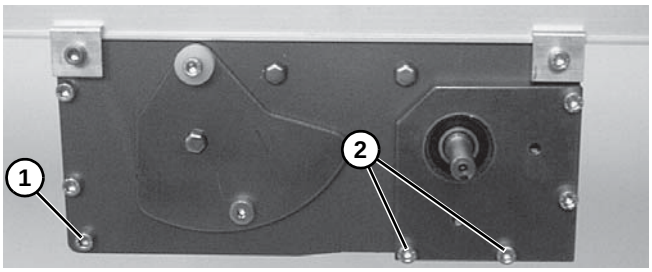

Abbildung 53
10. Eckschrauben **(Abbildung 53, Teil 1)** auf jeder Seite des Antriebsmoduls auf 9 Nm festziehen.
12. Schrauben an Spanntür **(Abbildung 53, Teil 2)** wieder auf jeder Seite des Moduls montieren Schrauben auf 6,8 Nm festziehen.
*Bei vertikal montierten Getriebemotoren werden die Schrauben der Spanntür **(Abbildung 53, Teil 2)** auf einer Seite montiert, nachdem das Getriebemotoren Montagepaket eingebaut ist.*